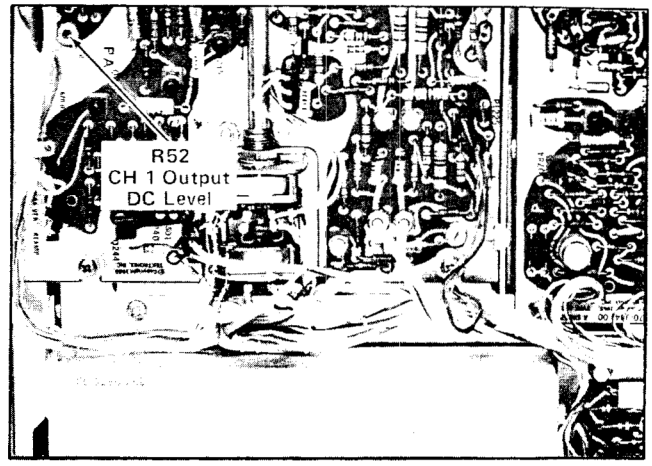

Fig. 5-13. Location of CH 1 output DC level adjustment (Vertical Preamp circuit board).
g. ADJUST–CH 1 Output DC Level adjustment R52 (see Fig. 5-13) to position the trace to the center horizontal graticule line.